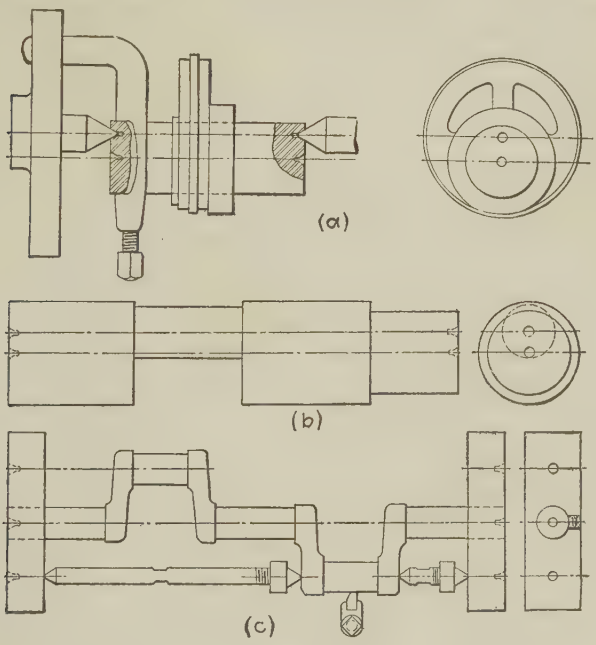

Fig. 113.
is said to be turned eccentric. The work itself may be called an "eccentric" (*a*) or a "crankshaft" (*b*) and (*c*), Fig. 113. Both are much used in machine construction to convert rotary into reciprocal motion or the contrary. To turn the eccentric surface it is necessary to provide centers offset from the centers of the normal axis an amount equal to one-half the
"throw" desired, that is, one-half the amount of the reciprocating motion to be imparted or converted as the case may be. Three methods of providing the offset centers for turning eccentric cylindrical surfaces are illustrated in Fig. 113. An eccentric (*a*) is usually keyed to a shaft when in use and consequently is located on a mandrel, by a key or by a witness mark, and then turned. A mandrel with offset centers is shown in (*a*). The crankshaft (*b*) is itself provided with an extra pair of centers. When the amount of eccentricity is too great to
40. Using one or more V blocks and a surface gauge how would you proceed to lay out the positions of the two pairs of centers in (*b*) Fig. 113?